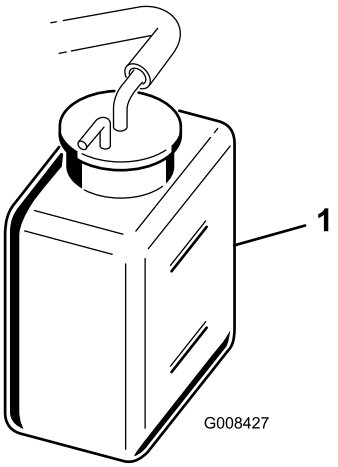

**Figur 28**
2. Kontroller kølervæskestanden (Figur 28). Kølevæsken skal være mellem linjerne på reservetanken, når motoren er kold.